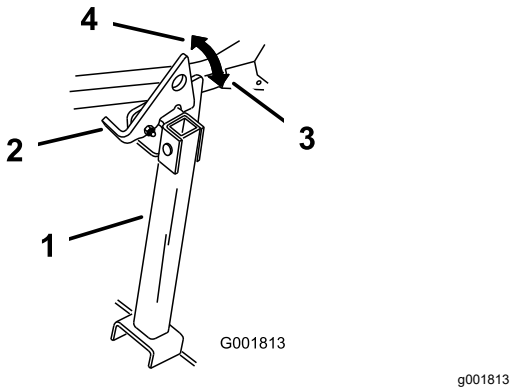

Figur 46
2. Lyft upp spärrhaken i fritt läge (Figur 46).